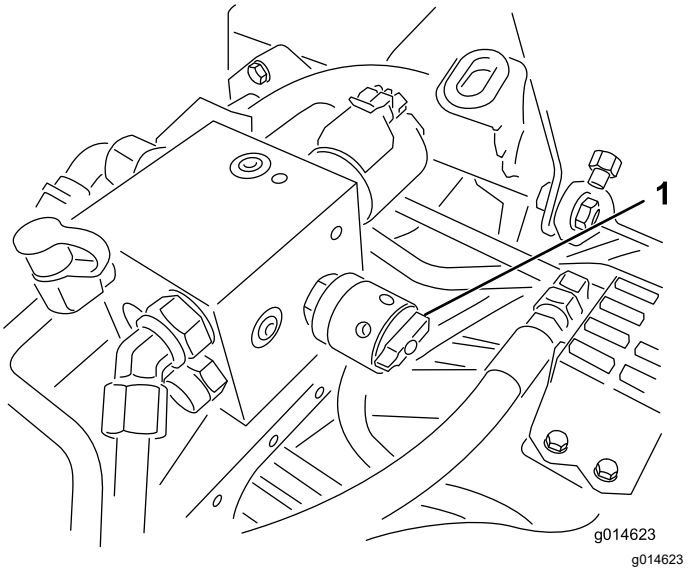

Figur 53
6. Drei spolehastighetskontrollen til innstilling 1 (Figur 53).
4. Juster spolehastigheten ved å vri knotten (Figur 53) til indikatorpilene er i linje med tallet du fastslo i trinn 3.